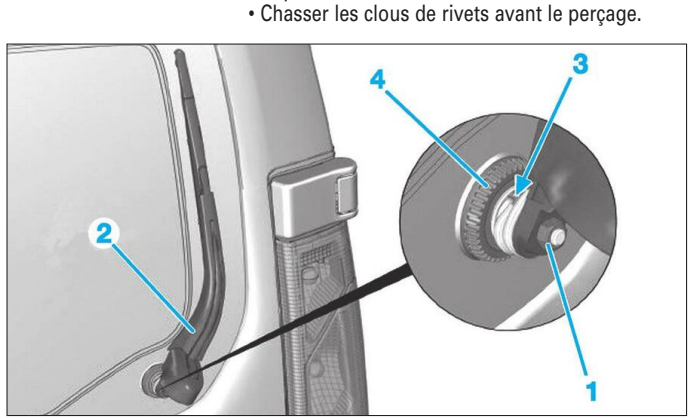
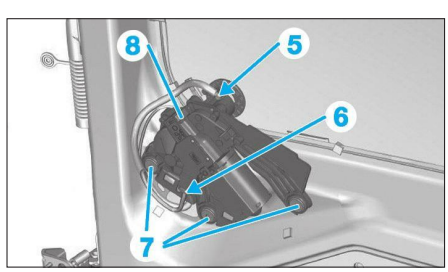

**Fig. 67**
**Fig. 68**
• Déposer l'écrou de fixation (1) **(Fig.67)**.
• À l'aide de l'extracteur approprié, déposer le bras d'essuie-vitre (2).
• Débrancher le tuyau de lave-vitre extérieure (3).
• Déposer la bague écrou (4).
• Ouvrir la porte et déposer la garniture du moteur d'essuie-vitre arrière **(Fig.68)**.
• Débrancher le tuyau de lave-vitre intérieur (5)
• Débrancher le connecteur du mécanisme (6).
• Percer les têtes des rivets (7) à l'aide d'un foret 8 mm.
• Déposer le moteur d'essuie-vitre (8).